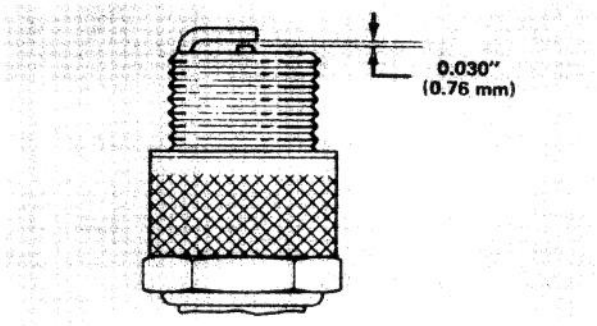

Figure 32
3. Set air gap between electrodes at 0.030 of an inch (0.76 mm) (Fig. 32). Install the correctly gapped spark plug with gasket and tighten plug to 15 ft-lb (20.4 N·m). If torque wrench is not used, tighten plug firmly.